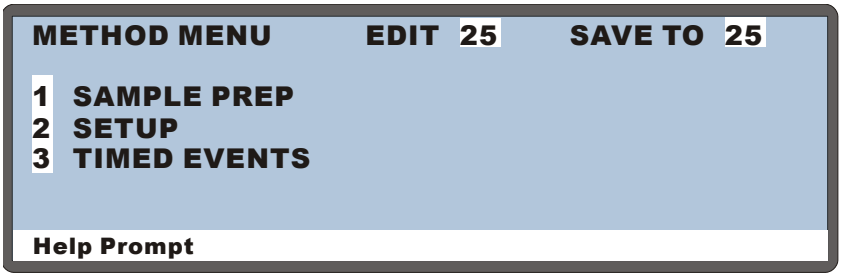

Figure D-5. Method Menu
1. Press **Menu** and **3** to go to the **METHOD MENU** screen (see Figure D-5).